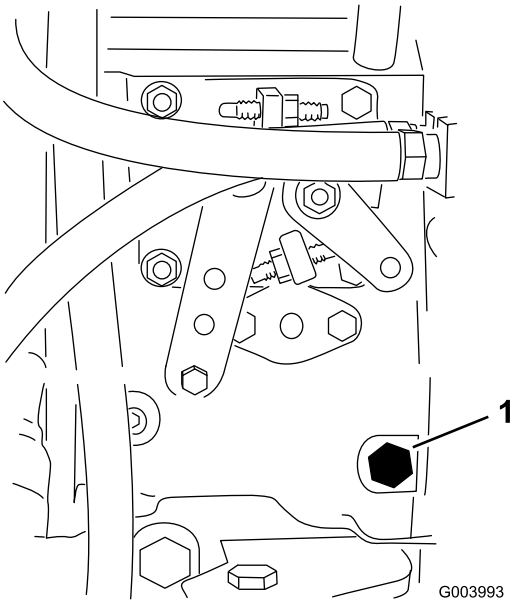

Figuur 32
3. Draai de ontluchtschroef op de brandstofinjectiepomp open (Figuur 32) met een sleutel van 12 mm.